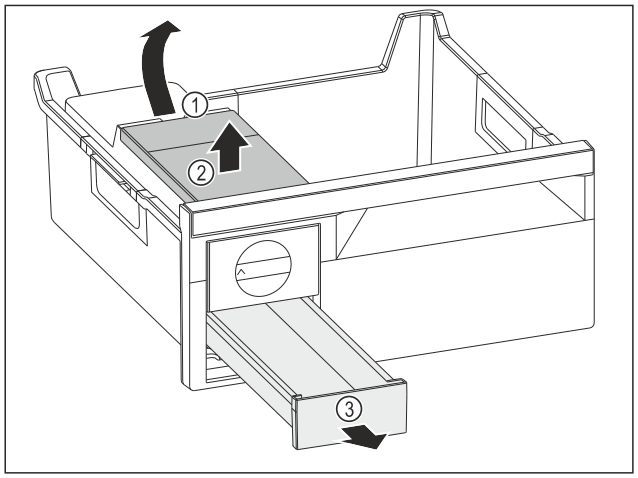

Fig. 104
▶ Retirer le réservoir d'eau : Soulever le réservoir d'eau hors de l'évidement *Fig. 104 (1)*.
▶ Retirer le réservoir d'eau *Fig. 104 (2)* vers le haut.
▶ Retirer le compartiment à glaçons *Fig. 104 (3)* vers l'avant.